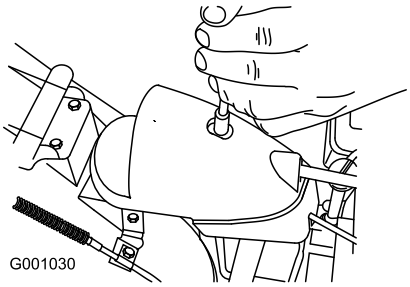

Figur 58
1. Fjern festene på girdekslet (Figur 58), løft fronten på dekslet opp og skyv det bakover så det ikke er i veien.